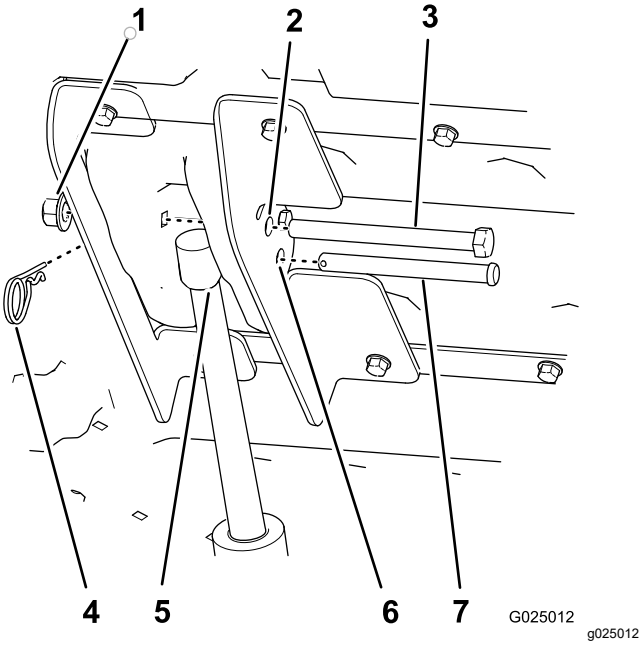

Figur 11
7. Tryck på flaklyftomkopplarens uppåtpaddel för att förlänga manövreringsstången tills hålet i stången är inriktat mot hålen i de inre och yttre lyftfästena (Figur 11).
8. Fäst lyftmanövreringsstången på lyftfästena med sprintbulten (3 ½ tum) och hårnålssprinten (Figur 11).
10. Rikta in sexkantsskruven (½ x 5 ½ tum) genom de kvarvarande hålen (12,7 mm eller ½ tum) i de inre och yttre lyftfästena (Figur 11) och fäst den med en mutter (½ tum) tills flänsmuttern sitter fast ordentligt.
2. Ta bort hårnålssprinten och sprintbulten som fäster manövreringsstången på de inre och yttre lyftfästena (Figur 11).
7. Sänk flaket och rikta in lyftmanövreringsorganet mot lyftfästena (Figur 11).
8. Fäst lyftmanövreringsorganet på lyftfästena med sprintbulten och hårnålssprinten (Figur 11).